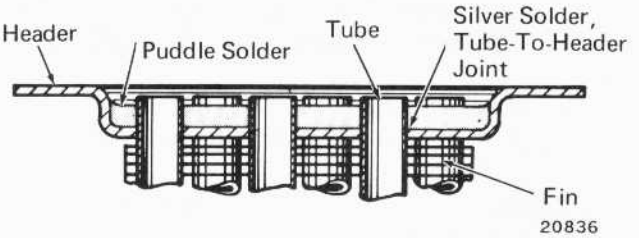

Fig. 5 – Radiator Core Cross-Section
a. Run a length of No. 7, 3.2 mm (1/8") diameter silver wire solder along each tube row. See Service Data. Use a 327° C (620° F) flame to sweat this solder into the tube-to-header joints. See Fig. 5.